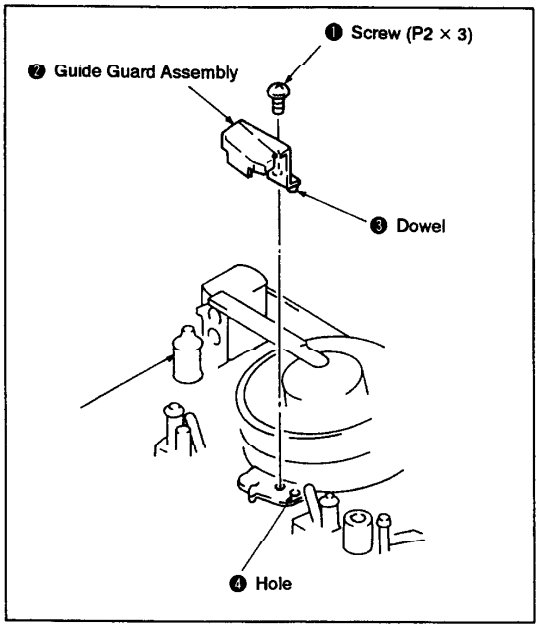

Fig. 3-2.
1. Removal (See Fig. 3-2.)
2. Installation (See Fig. 3-2.)